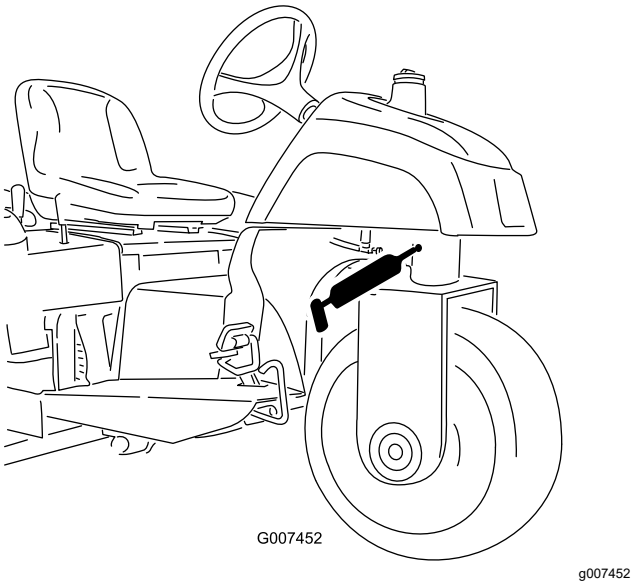

**Figur 22**
- Ett lager för styrtappen (Figur 22).